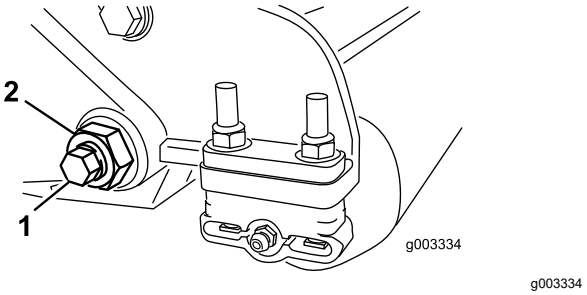

Rysunek 35
3. Poluzuj nakrętkę zabezpieczającą mocującą śrubę listwy noża dolnego po każdej stronie maszyny (Rysunek 35).
4. Zdemontuj każdą śrubę listwy noża dolnego, umożliwiając tym samym usunięcie i demontaż noża dolnego z jednostki tnącej (Rysunek 35).